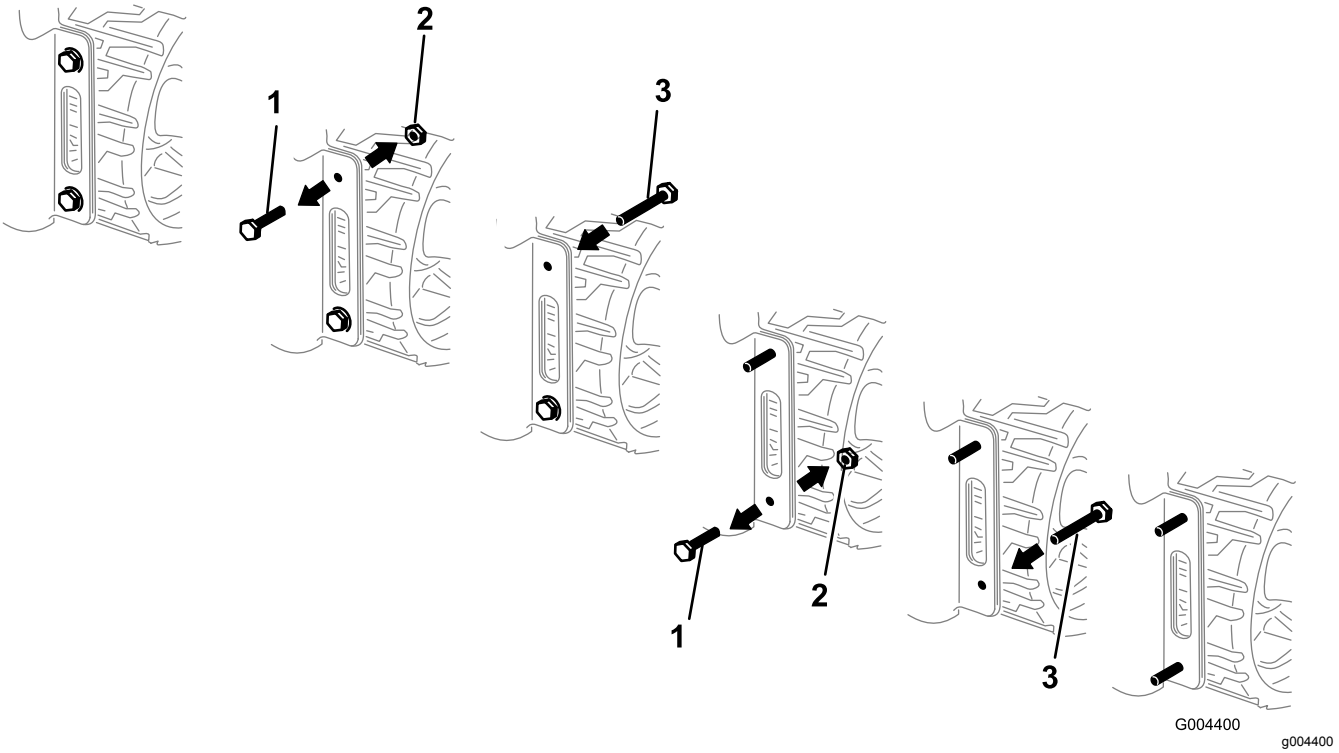

Rysunek 3
2. Po kolei wymień 4 śruby i nakrętki mocujące boki dolnego tylnego panelu do ramy na 4 nowe śruby (½ x 1½ cala), jak pokazano na Rysunek 3.